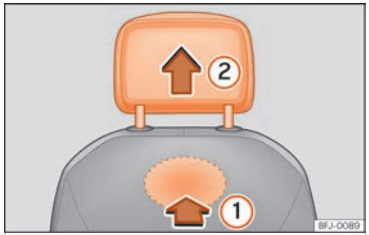

Fig. 77 Front head restraint: removal.
- To unlock it, look for the rabbet on the bottom of the backrest and press in the direction of the arrow ››› Fig. 77 ①.
- Remove the head restraint in the direction of the arrow ②.